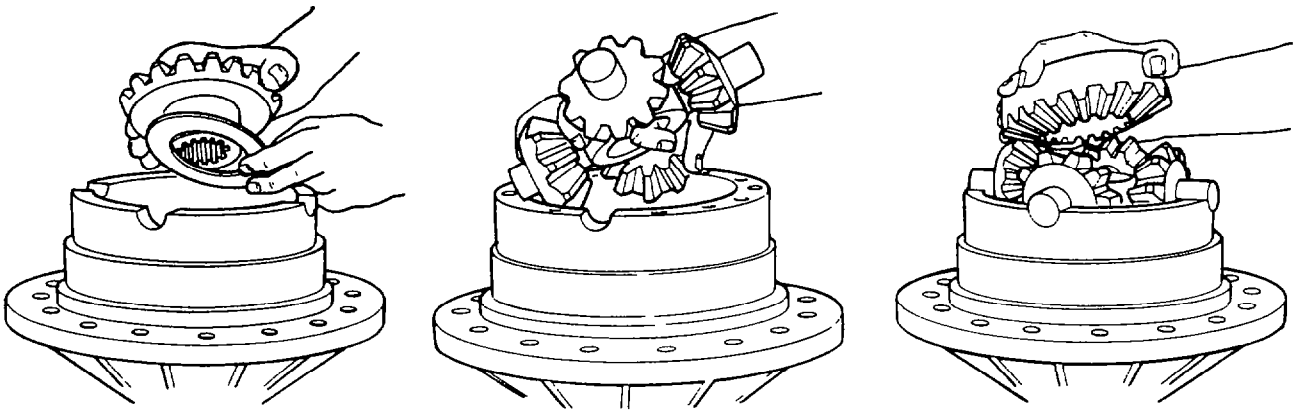

Fig. 358 — Installing Differential Gears
b. Place the thrust washer (item 13) and side gear (item 14) into the flanged differential case (item 20). Fit the side pinion gears (item 16) and thrust washers (item 15) onto the spider (item 17), then fit the spider unit into the flanged differential case (item 20). Fit the remaining side gear and thrust washer to the spider unit. Refer to fig. 358.